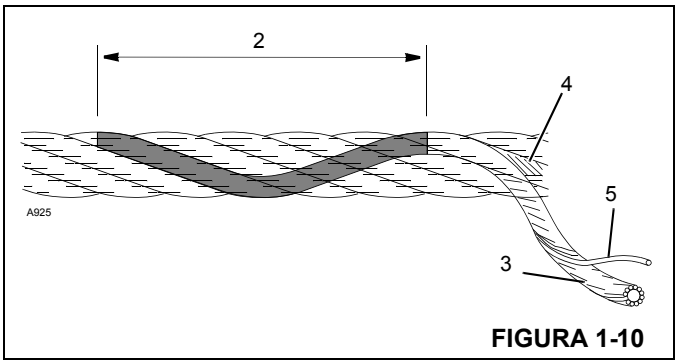

FIGURA 1-10
13. Al buscar alambres rotos (5) (Figura 1-10), alivie el cable, muévalo hacia afuera de los “puntos de recogida”. Los defectos del cable hacen referencia a la “longitud de sesgo” (2), que es la distancia medida a lo largo del cable en donde una trenza (3) logra una revolución completa alrededor del núcleo (4).